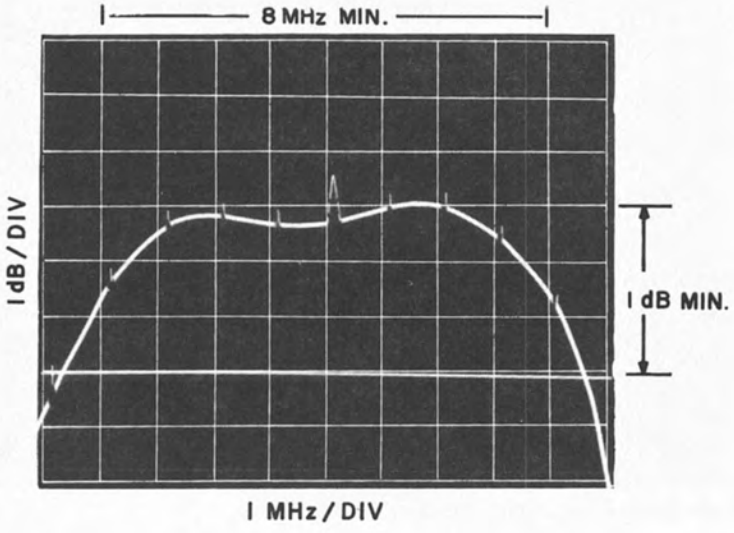

Figure 4-17. 1st Converter Alignment, Typical Response
5. Adjust Capacitors C4, C6, C8, C9, C11, C13 and C15 for the maximum gain and flattest response about the 552 MHz center frequency (center of the CRT Horizontal scale). Adjust C3 for gain. Refer to **Figure 4-17** for the typical 1st Converter response.